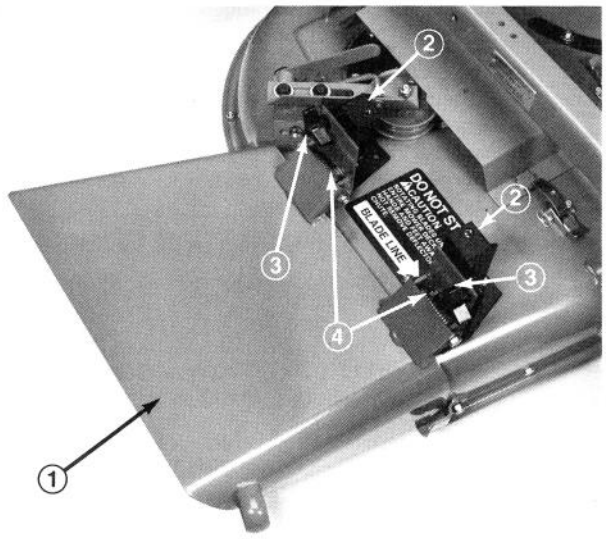

Figure 28
2. Position grass deflector mounts on outside of pivot brackets (included in kit) and secure parts together with capscrews, locknuts, and washers previously removed (Fig. 28). Both locknuts must face each other. Tighten locknuts until they are flush against deflector pivots.